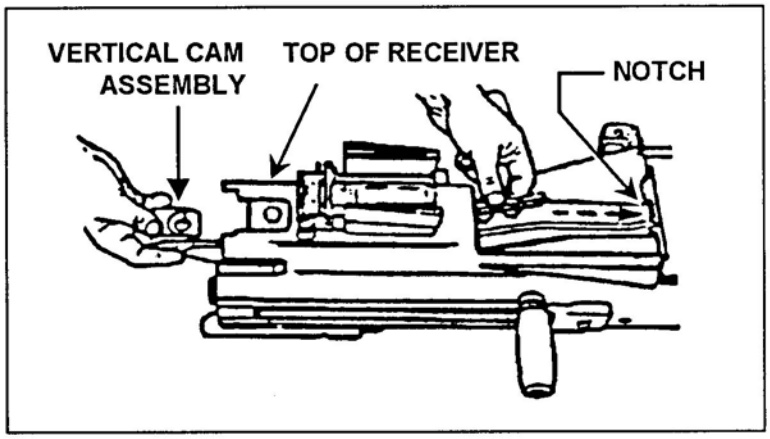

Figure 071-030-0001-22. Engaging the vertical cam assembly.
h. Engage the vertical cam assembly (figure 071-030-0001-22).